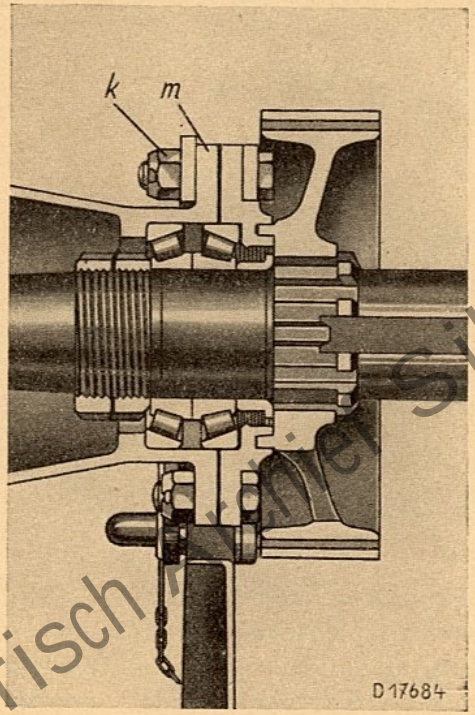

Bild 6
4. Je sechs Kronenmuttern k (Bild 6) der beiden Hinterachslager auf der Innenseite der Achstrichterflansche lösen.